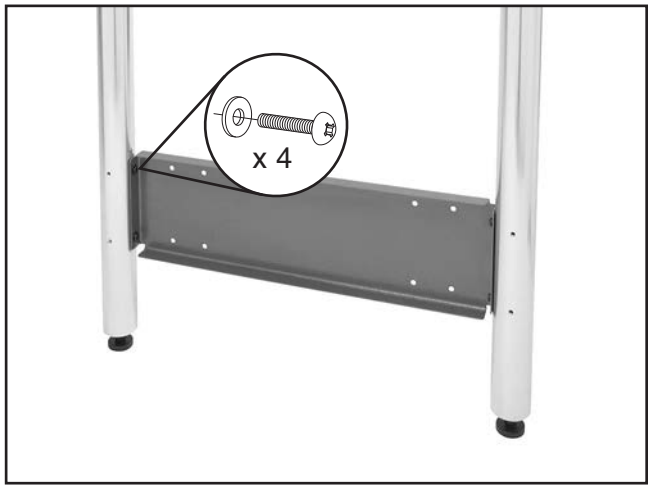

Figure 10. Installing shelf end plate on extension table legs.
11. Fasten shelf end plate to extension table legs with (4) M6-1 x 12 Phillips head screws and 6mm flat washers, as shown in **Figure 10**.